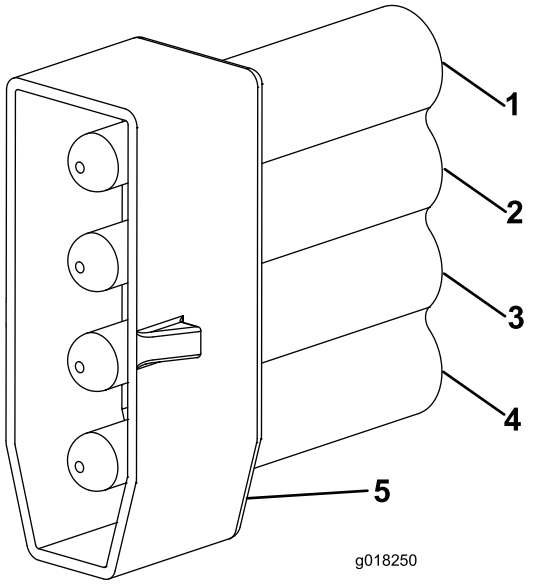

Figura 12
7. Instale el conector PM4 en el cable introduciendo los pines a presión en el conector. (Figura 12). Marque este conector como DERECHO para facilitar la identificación de los cables a la hora de realizar las conexiones al arnés de cableado principal de la máquina.